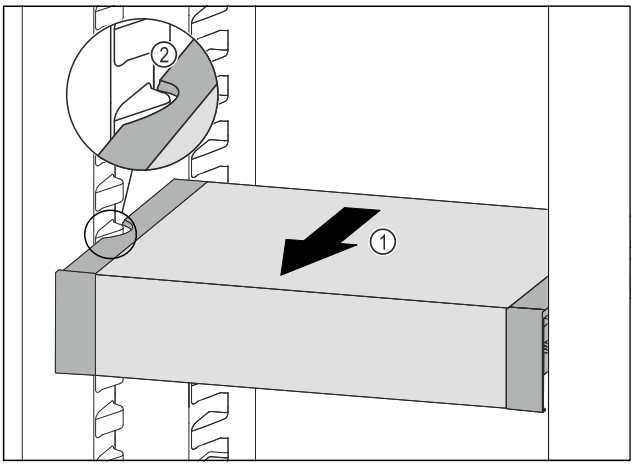

Fig. 180
▶ Tirer le VarioSafe vers l'avant *Fig. 180 (1)* jusqu'à ce que les encoches latérales du VarioSafe se trouvent au niveau de la nervure du bac dans la partie réfrigérateur. *Fig. 180 (2)*